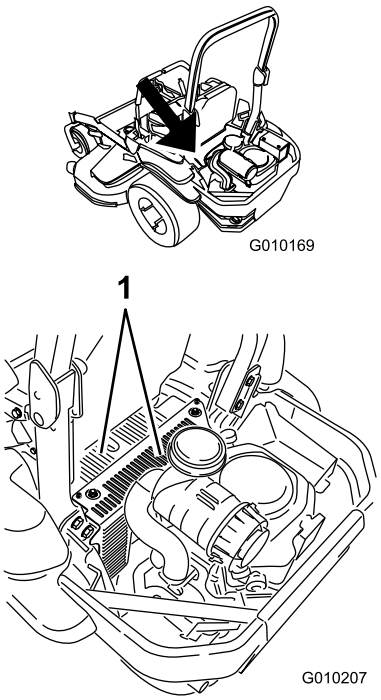

**Figur 70**
5. Fjern snavs og græs fra hydraulikenhedens afskærmninger (Figur 70).